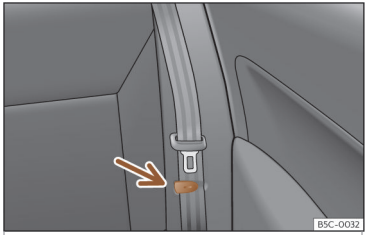

Fig. 111 Sedile posteriore: morsetto per sostenere la cintura di sicurezza.
- Collocare le cinture di sicurezza laterali nel morsetto del rivestimento»» fig. 111.